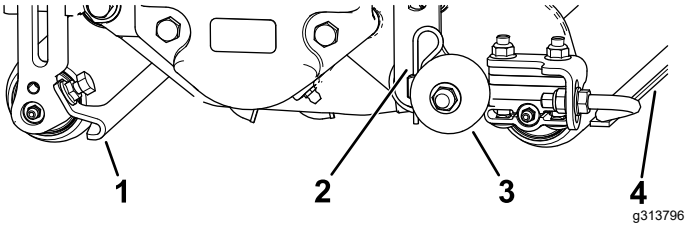

Figura 10
1. Desaperte as porcas flangeadas que fixam os raspadores do rolo (Figura 10).
Antes de as unidades de corte vertical serem baixadas até ao chão ou retiradas da unidade de tração, baixe os rolos de transporte (Figura 10) para proteger as lâminas do contacto com a superfície dura.